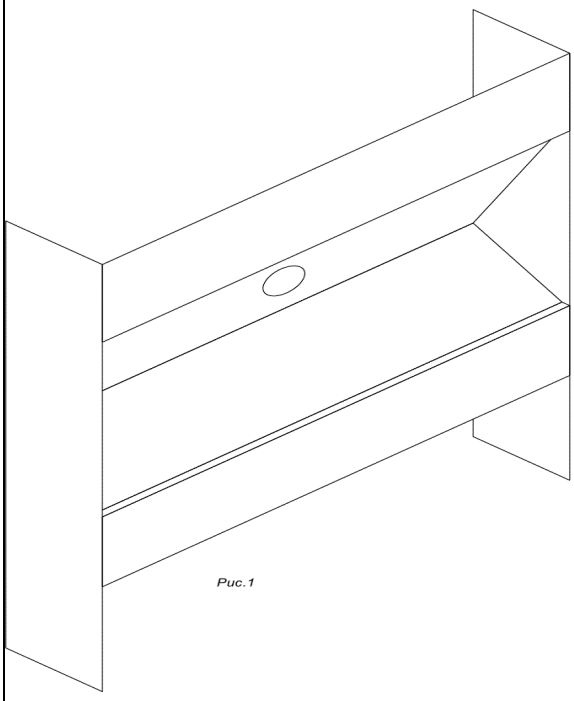

Рис.1
7.1.Общий вид без фильтра(рис.1) 4
7.1 Общий вид без фильтра(рис.1)